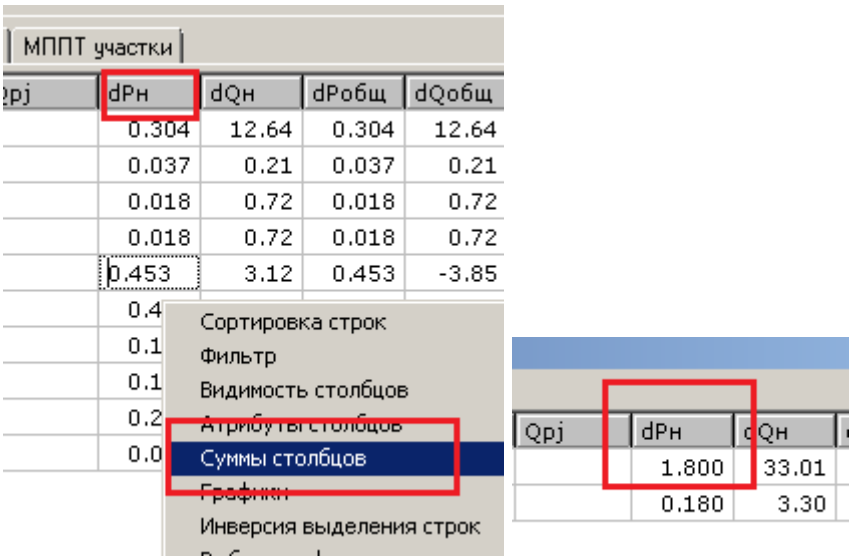

Рис. 13. Получение суммы цифр в столбце
- суммарные активные потери в сети можно получить, просуммировав цифры в столбце dPн. Получим ΣdPн = 1,8 МВт (рис. 13).